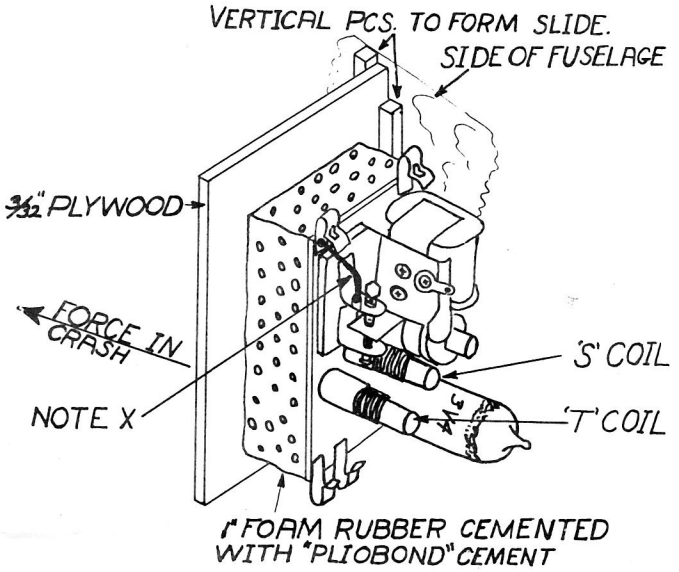

FIG 2
3.1 The "crash-proof" mounting (Figure 2) is a method of mounting the set so that the components are stressed to best resist the shock of a crash. In Fig. 2 the receiver is shown glued directly to the sponge rubber. Rubber bands from the plywood mount around the receiver at each end can be used in place of the glue which allows the receiver to be more readily removed. Also a 1/4 to 3/8" thick soft balsa sheet relieved to fit the soldered back of the receiver and placed between the sponge and the receiver will provide additional support.
3.4 Batteries may be mounted anywhere to provide balance. Be sure to mount batteries in front of receiver if crash-proof mounting (Fig. 2) is used. It is convenient to mount them on the front of the plywood board.
8.1 Looking at the top of the receiver identify T & S coils. (Fig. 1 and Fig. 2) The T coil adjusts the tuning and the S coil adjusts the sensitivity.
8.2 If the receiver is properly connected, including the antenna, and the filament turned on, the plate current, as read by a meter plugged into the jack (as described in paragraph 6.4) or wired in series with the + B lead, may be anywhere between 0.5 M.A. and 1.5 M.A. plus. If current is off meter scale insert a 500,000 ohm potentiometer or volume control, such as used in a radio set, in the series with + B (Fig. 5) and bring reading on scale. (A simple way to insert the potentiometer is to remove the + B lead from the Fahnestock clip and connect the potentiometer between the lead and the clip.) Turn OUT (Counter-clockwise) the slug marked S, (identify S coil slug Fig. 1 & Fig. 2), until the meter reads a steady maximum.
Turn on the Citizen-Ship "27" Transmitter with antenna plugged in and press the operate button. Turn slug T (identify in Fig. 1 & Fig. 2) in and out until plate current drops. Tune slug T for LOWEST value of plate current that shows a definite valley - i.e. goes through a minimum as the slug is rotated in or out.